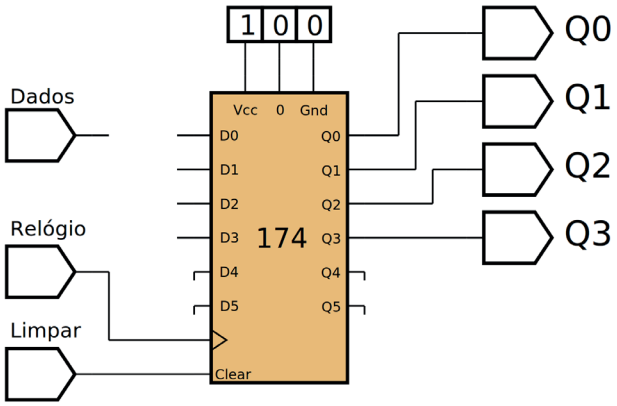
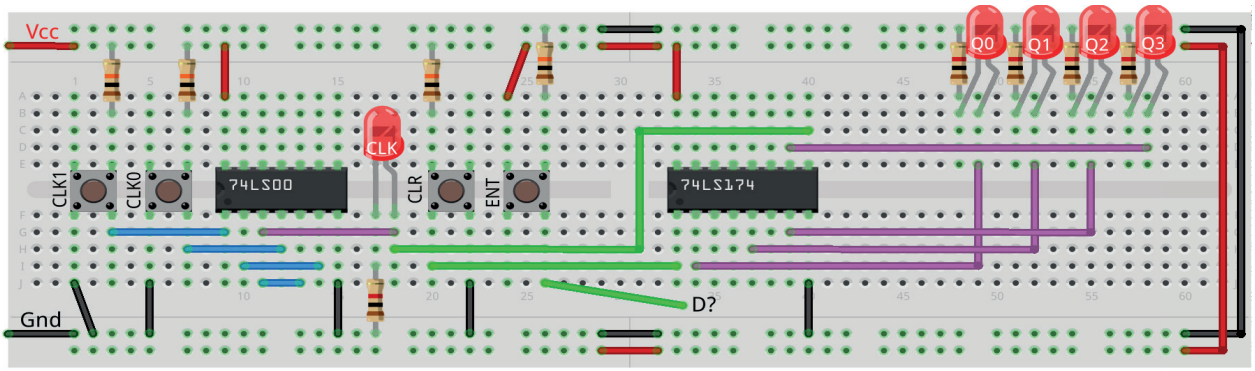

Figura 11.8 – Diagrama esquemático.
Figura 11.10 – Disposição dos componentes na placa de montagem.
1. Complete o desenho da figura 11.8 para implementar um registrador de deslocamento para esquerda (Q0 ← Q1 ← Q2 ← Q3). Complete as conexões na placa de montagem da figura 11.10.
2. Monte o circuito na placa de montagem, conforme figura 11.10.
4. Utilize um programa de simulação em computador (SmartSim, Atanua, Qucs) faça a simulação do circuito da figura 11.8. Compare os resultados com a tabela 11.3.